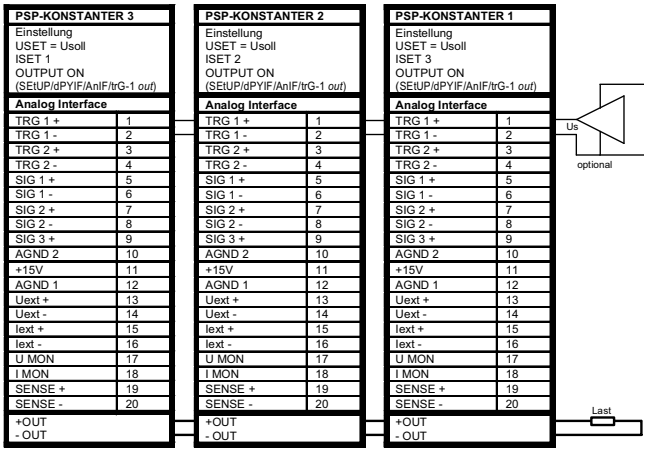

Figure 7.9.1a Wiring for Direct Parallel Connection
- The outputs can be activated and deactivated commonly by connecting the trigger inputs in parallel (see figure 7.9.1a, optional connection) or series (setting: “SEtUP/dPYIF/AnIF/ trG-1 out”).